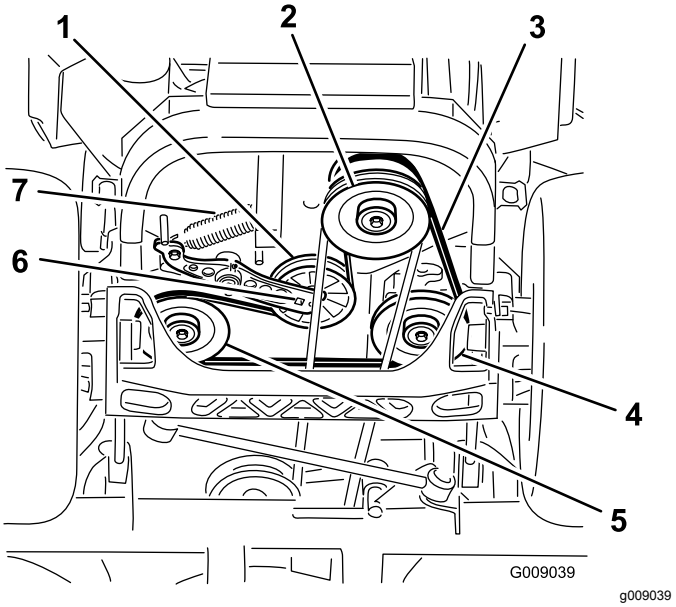

Figura 84
4. Levante la máquina y apóyela sobre gatos fijos (Figura 84).
5. Utilice una llave de carraca en el taladro cuadrado del brazo tensor para retirar el muelle tensor (Figura 84).
6. Desenganche el muelle de la polea tensora del bastidor (Figura 84).
9. Utilizando la llave de carraca en el taladro cuadrado del brazo tensor, instale el muelle tensor en el bastidor (Figura 84).